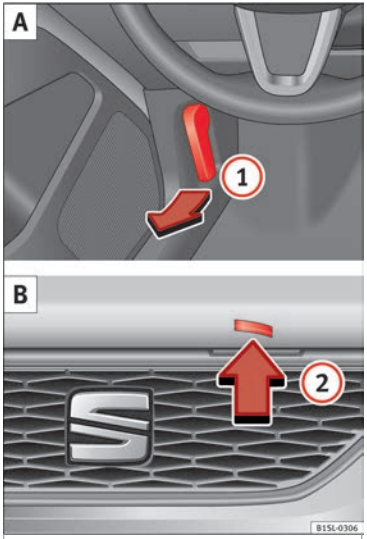

Fig. 105 A: Release lever in the footwell on the driver side B: Release lever on the bonnet »
- Pull the release lever (1) in the direction of the arrow ››› **Fig. 105 A**. The bonnet is released from the lock carrier by a spring mechanism ››› ⚠.
- Lift the bonnet up slightly while pressing the release lever (2) **B** in the direction of the arrow to completely open the bonnet.
- Take out the bonnet support rod from its clip in the direction of the arrow (3) **C** and place it in the corresponding open position (4) **D** (arrow).